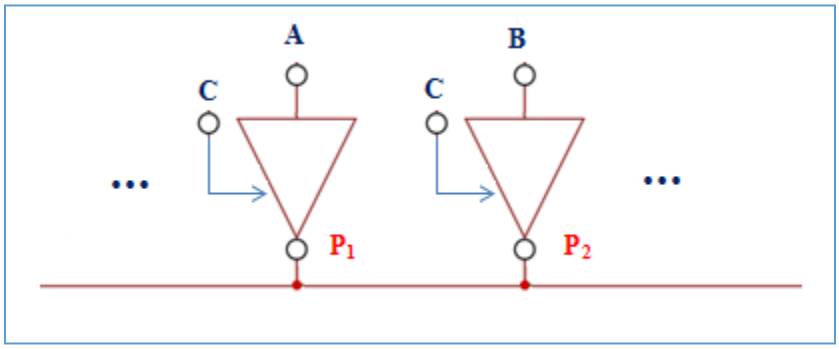

Fig.16 Magistrală unidirecţională
- Din aceste motive la o magistrală este necesar să fie conectate circuite tampon unidirecţionale (fig.16) şi biderecţionale (fig.17), numite circuite cu impedanţă ridicată.
- În fig. 16 se imaginează o linie dintr-o magistrală unidirecţională la care se leagă circuite luate aici ca şi exemplu sub forma unor porţi invertoare (P_1, P_2, etc), ce au aplicată la intrare comanda (A, B, etc), fiecare având un semnal de autorizare (control), notat cu C.
- Revenind la fig.16, pe magistrala unidirecţională, o singura poartă este activă, în concluzie acea poartă stabileşte valoarea logică pe magistrală. Poarta activă stabileşte valoarea logică de la ieşirea celorlalte porţi cu impedanţă ridicată neactive.